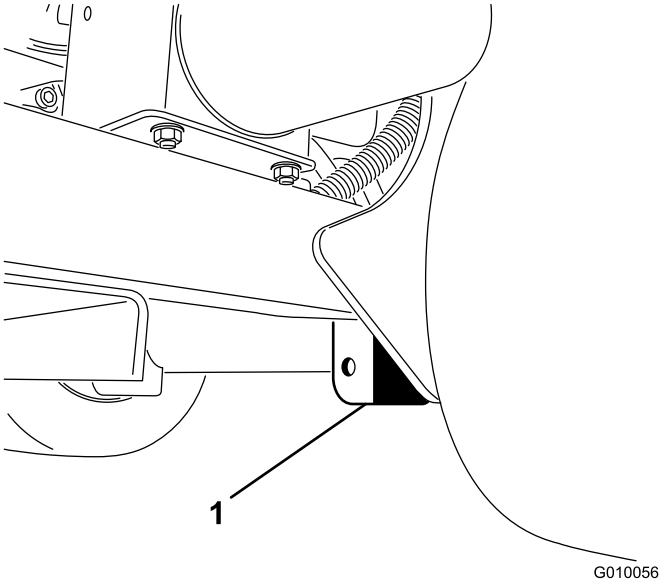

Figur 41
2. Placera domkraften på ett säkert sätt under ramplattan, precis innanför bakhjulet (Figur 41).